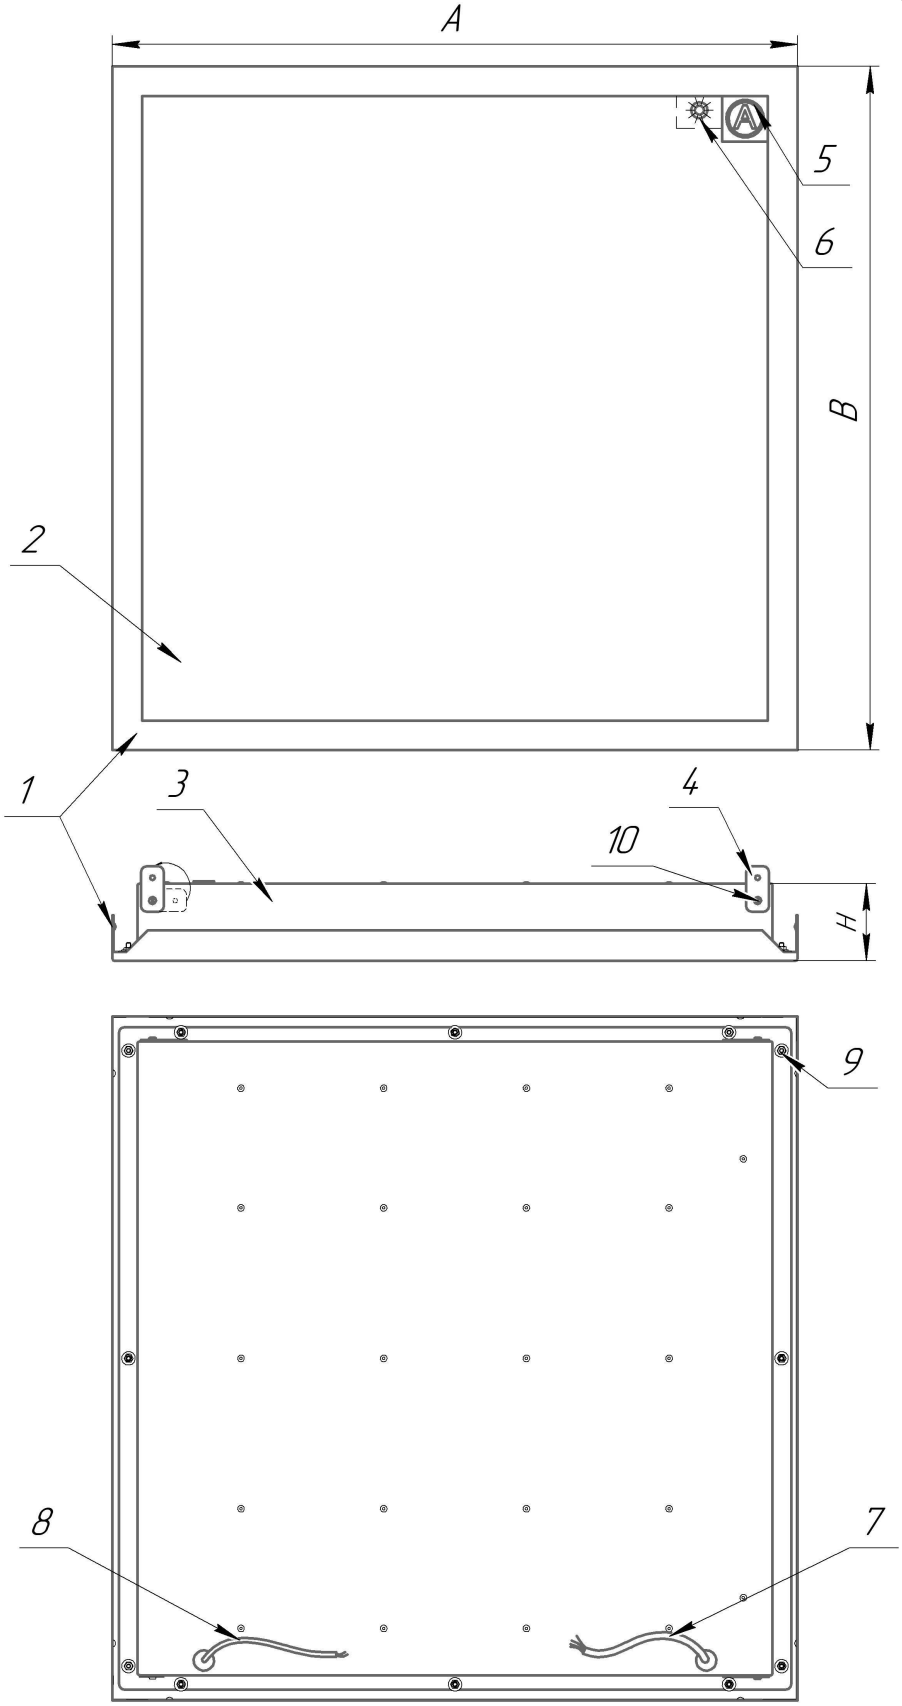

Рисунок 1 – Светильник ДВО15 VCF EM3 MT
3.2 Светильники ДВО15 VCF (рис. 1 приложения А) состоят из корпуса поз.3, закрёпленного гайками поз. 9 на обечайке поз. 1, со встроенным светодиодным модулем, источником питания и БАП, рассеивателя поз. 2, пластин подвеса поз. 4 и сетевого провода поз. 7. Светильники оборудованы индикатором заряда аккумулятора поз. 6 и магнитным тестовым выключателем (для проверки аварийного режима светильника), который располагается под пиктограммой "А" поз. 5. Пластины подвеса закреплены винтами поз. 10.
5.5.1 Ослабьте винты поз. 5, поверните пластины подвеса поз. 4 в вертикальное положение и зафиксируйте их винтами (рис. 1).
5.5.5 Проденьте проволочные подвесы, используемые при установке несущих реек потолка, через отверстия пластин подвеса (поз. 4 рис. 1) светильника и закрепите их на запотолочной поверхности таким же образом, как и подвесы несущих реек.
5.7 Индикатор заряда (поз. 6 рис. 1) информирует о режиме работы АКБ:
Для этого светильник оборудован магнитным тестовым выключателем, расположенным под пиктограммой "А" (поз. 5 рис. 1). Он срабатывает под воздействием магнита с силой сцепления не менее 15 кг.
5.8.2а Для проведения функционального тестирования в ручном режиме выключатель светильника должен быть выключен (Lком разомкнута). Поднесите постоянный магнит с силой сцепления не менее 15 кг (п. 6.2) к пиктограмме "А" на рассеивателе светильника (поз.5 рис. 1) и удерживайте его в течение 5 с - светильник должен засветиться. Без воздействия магнитного поля на включающее устройство светильник возвращается в рабочий режим.
5.11 Для замены аккумуляторной батареи отключите светильник от сети и демонтируйте его. Затем открутите гайки (поз. 9 рис. 1) и отсоедините корпус от обечайки, как показано на рис. 4. Замените аккумулятор на аналогичный. При подключении аккумулятора к БАП **соблюдайте полярность**. Надёжно закрепите аккумулятор на пластине БАП. Соедините корпус с обечайкой и закрепите гайками с шайбами. Для обеспечения надёжной фиксации гайки необходимо закручивать торцовым гаечным ключом.